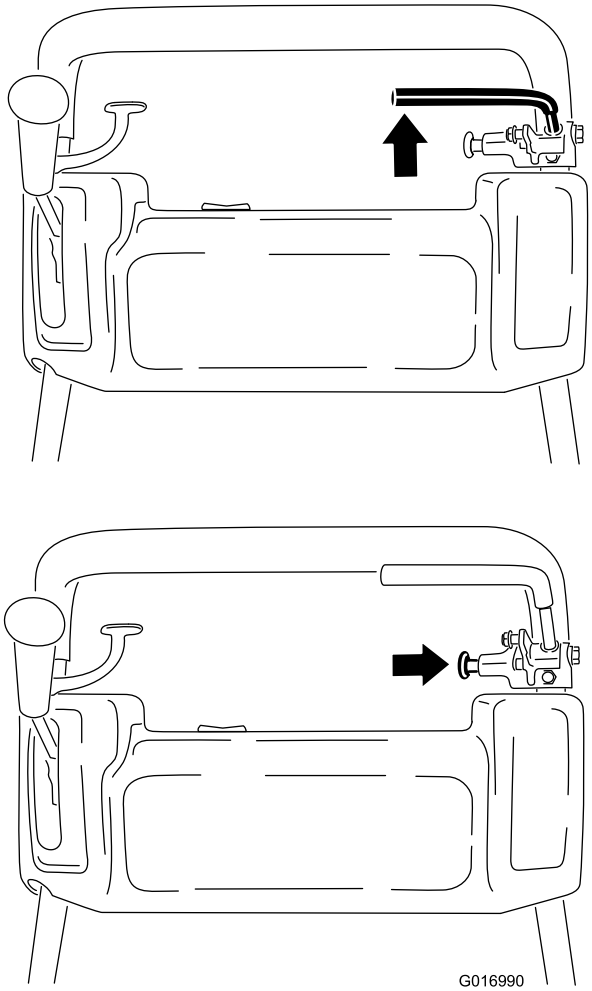

Figur 30
1. Koble bremsen helt inn, trykk på parkeringsbremsknappen og la bremsen hvile på parkeringsbremsepinnen (Figur 30).